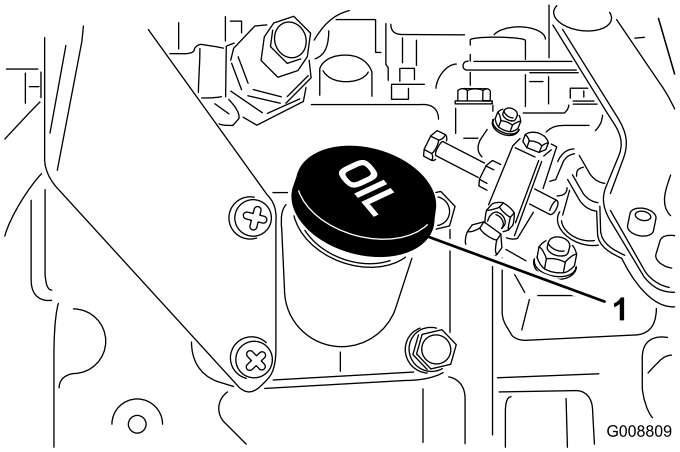

Figura 9
4. Se o nível de óleo se encontrar abaixo da marca Full, deverá retirar a tampa de enchimento (Figura 9) e adicionar óleo até o nível atingir a marca desejada. **Não encha demasiado.**